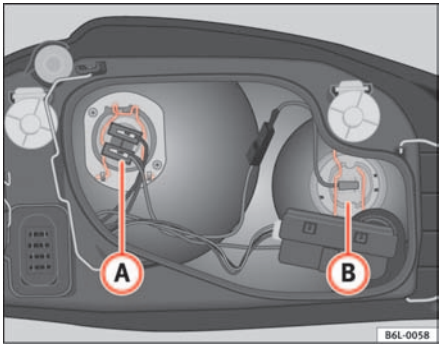

Fig. 141 Dipped headlight lamp
– Remove the lamp cable connector (A) ⇒ fig. 141.